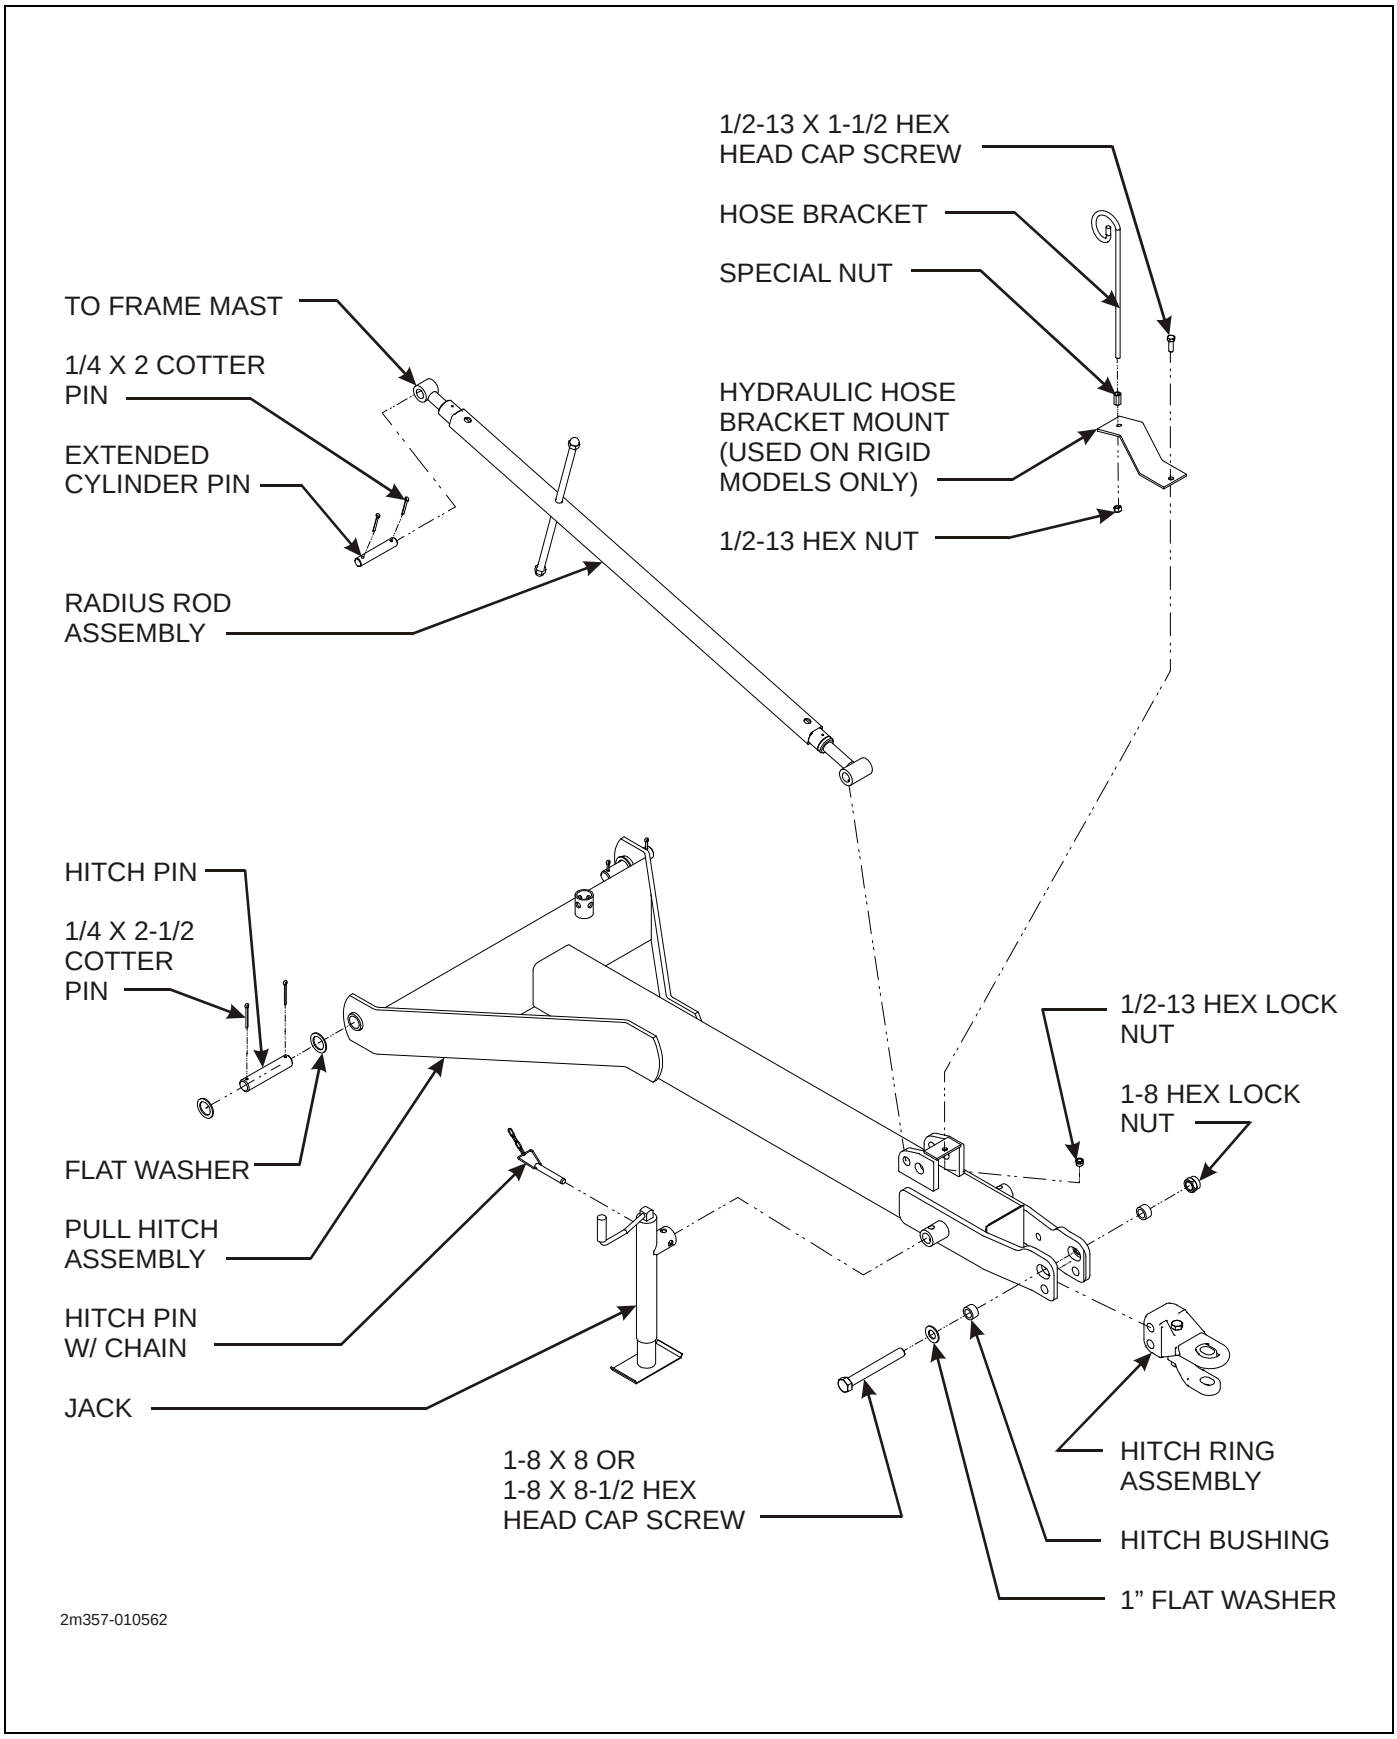

**Figure 3-16: Pull Hitch Installation - All Other Models**
1. Install pull hitch assembly to frame using hitch pins, flat washers, and 1/4 x 2-1/2 cotter pins **(See Figure 3-16.)**
4. For all fold models, install hose bracket on pull hitch with special nut and 1/2-13 hex nut. On all rigid models, install hose bracket and hose bracket mount to pull hitch assembly using 1/2-13 x 1-1/2 hex head cap screw, hex lock nut, special nut, and hex nut **(See Figure 3-16.)**